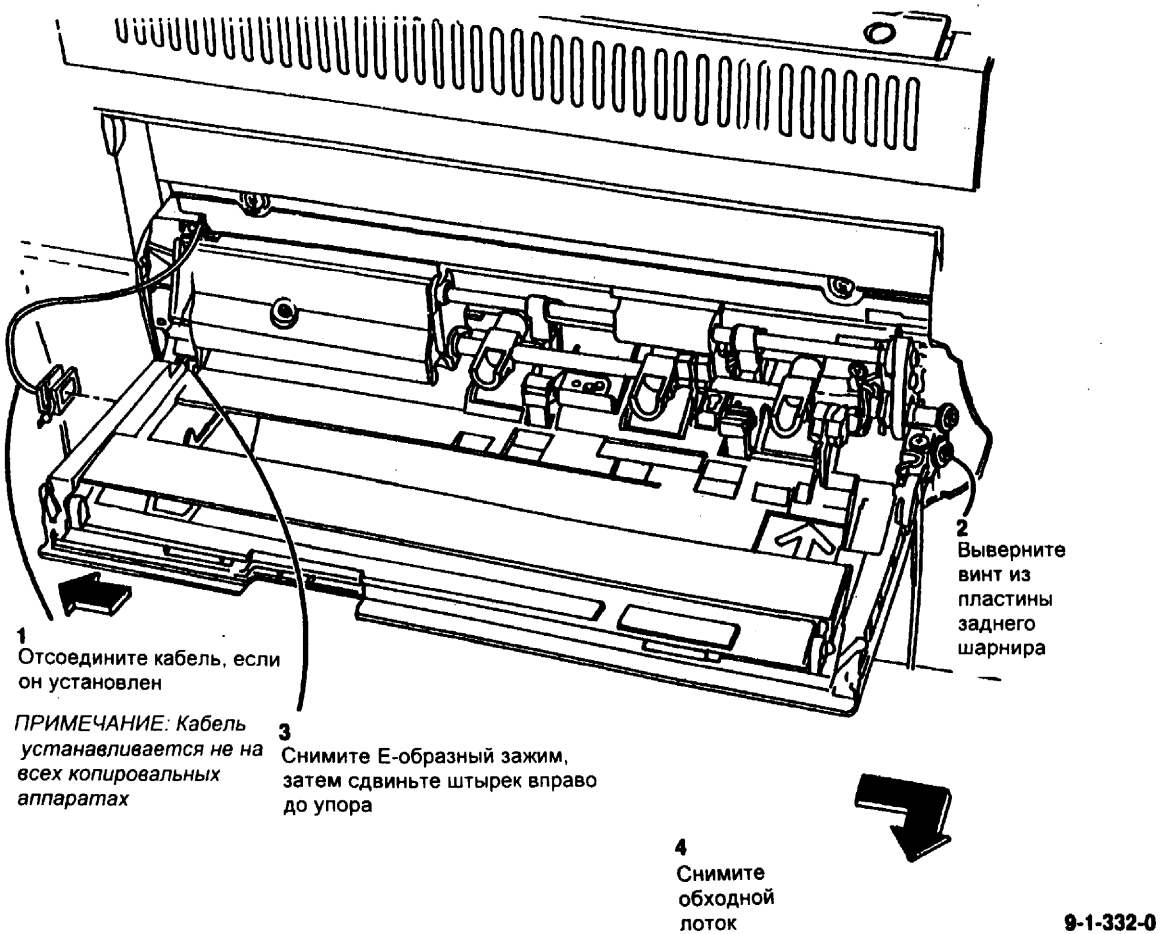

Рис. 2 Снятие обходного лотка
3. (Рис. 2) Снимите обходной лоток